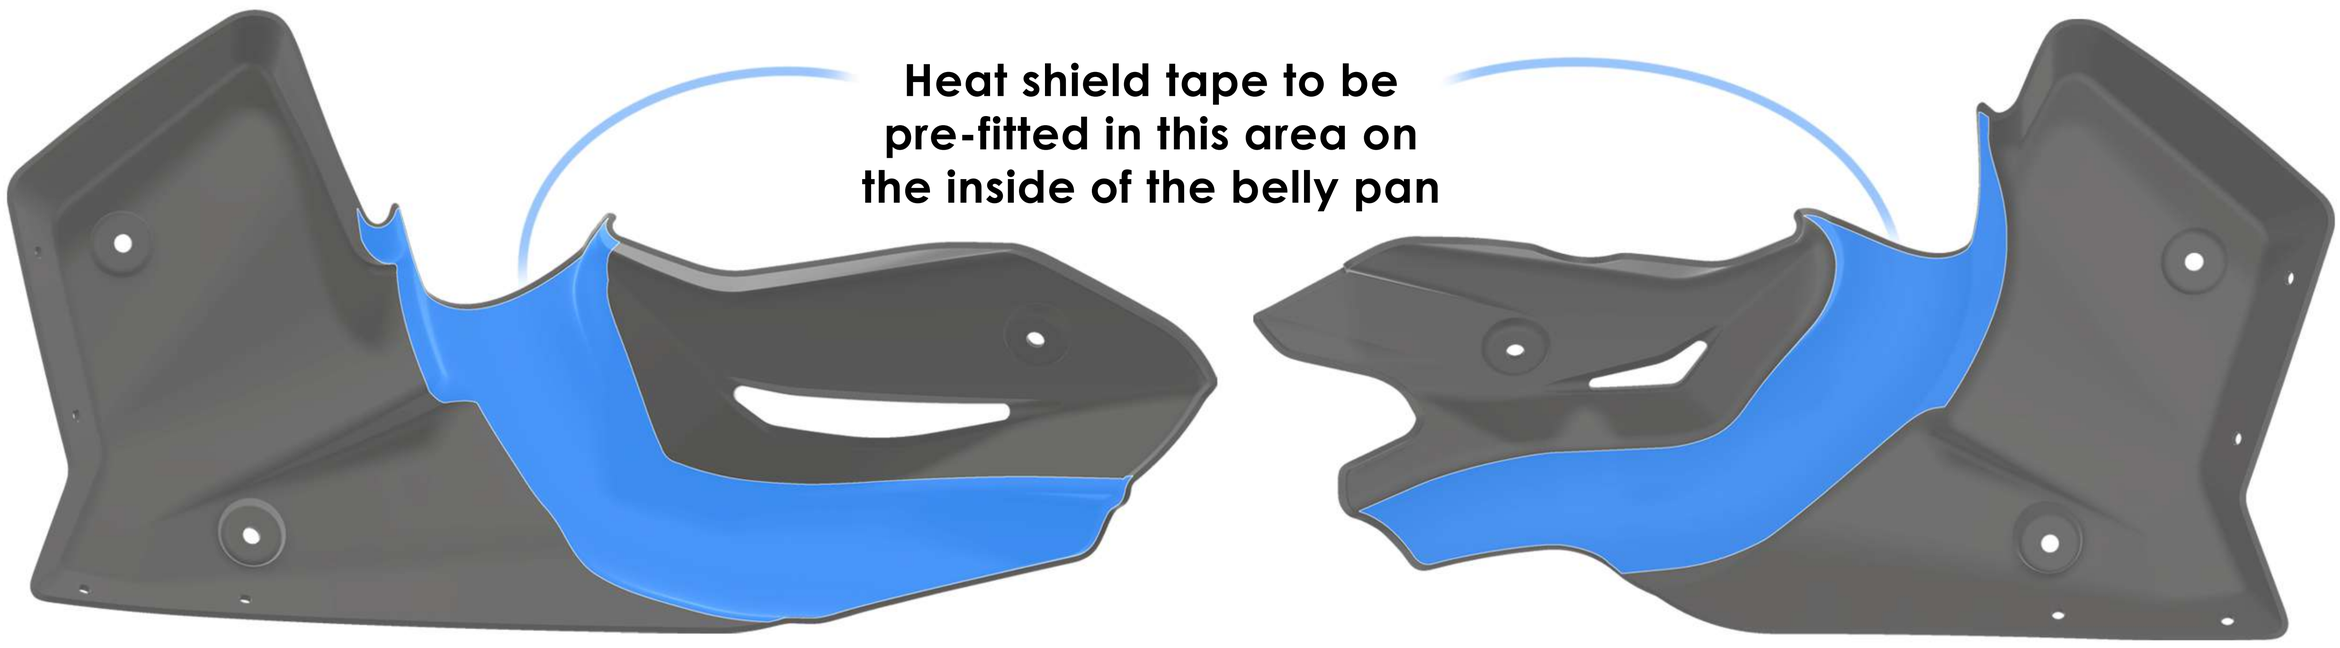

**Fig 1** Right-hand side bracket fitted
Start by fitting the M6 cage nuts, as illustrated in **Fig 1+2**. Take note of the orientation of each cage nut to avoid incorrect installation (the cage nuts must be on the inside of the brackets when fitted to the engine).
- The brackets can now be fitted to the motorcycle. See **Fig 1+2** for fitment positions and fixings required. Fully tighten the mounting points before attaching the belly pan. **Torque setting for each M8 mounting point - 21Nm**